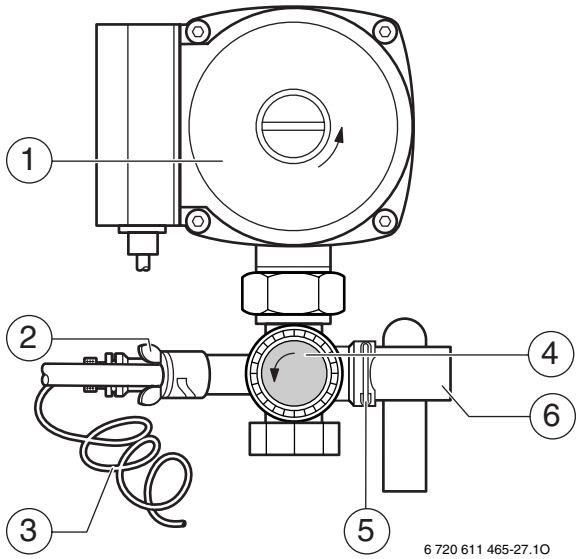

Fig. 23 Valvola di sicurezza
- Tramite l'apposito rubinetto (fig. 23, pos. 2), scaricare l'impianto, fino a quando non viene raggiunta la pressione di 1,5 bar.